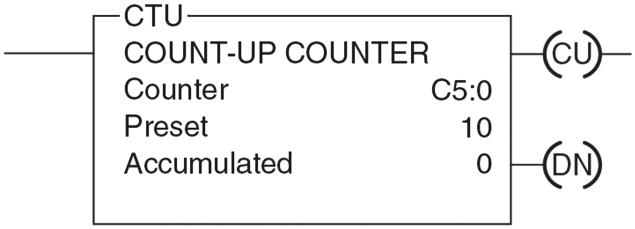

Figura 3-5: Descripción de los elementos de un temporizador.
El contador ascendente (figura 3-5) es una instrucción con una salida, cuya función es incrementar en una unidad su valor acumulado hasta un determinado valor establecido, momento en el cual mandará una señal para activar el bit done (DN) (Petruzella, 2011).